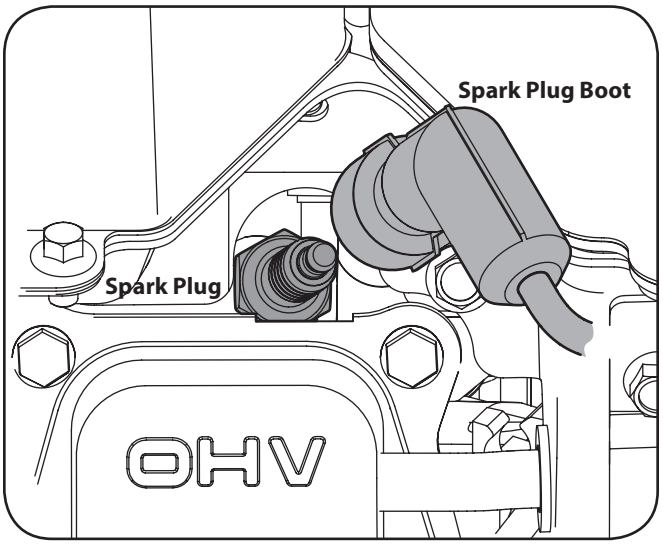

Figure 6-1
1. Carefully disconnect the spark plug wire and keep it away from the spark plug. Refer to Figure 6-1 for spark plug location.